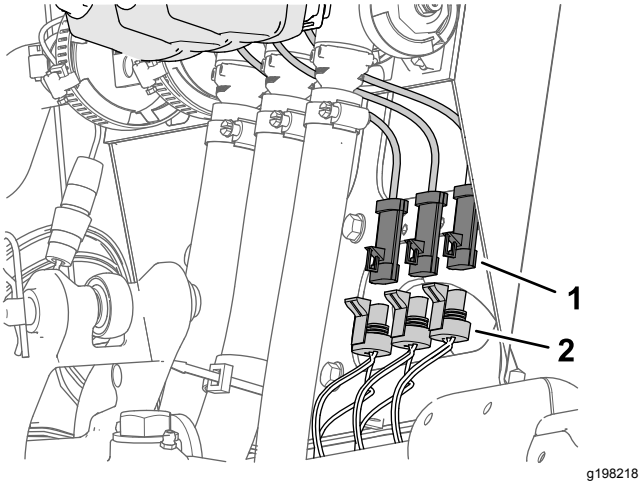

Figur 31
1. Kobl stikket med 3 ben med angivelsen VENSTRE SPRØJTEVENTIL, MIDTERSPRØJTEVENTIL og HØJRE SPRØJTEVENTIL på maskinens ledningsnet fra stikkene med 3 ben på de 3 sprøjteventilaktuatorer (Figur 31).